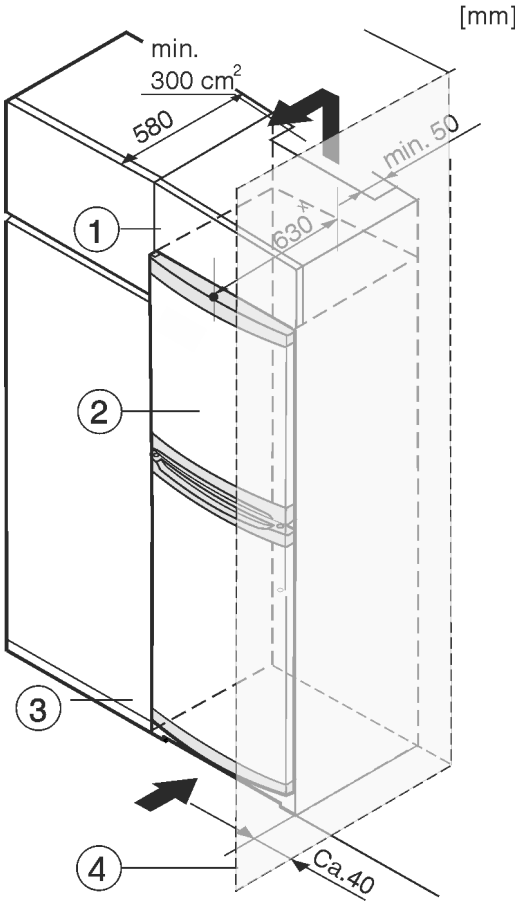

Fig. 8
Aparatul poate fi refăcut cu dulapuri de bucătărie. Pentru a aduce aparatul *Fig. 8 (2)* la același nivel cu mobilierul de bucătărie, se poate monta deasupra aparatului un dulap suspendat *Fig. 8 (1)*.
În cazul conversiei constructive cu dulapuri de bucătărie (grosime max. 580 mm), aparatul poate fi amplasat direct lângă dulapul de bucătărie *Fig. 8 (3)*. Aparatul iese în afară în partea laterală cu 34 mm [x] și în centrul aparatului cu 50 mm [x] în raport cu suprafața frontală a dulapului de bucătărie.
Atunci când aparatul este montat cu balamalele lângă un perete *Fig. 8 (4)*, distanța dintre aparat și perete trebuie să fie de cel puțin 40 mm. Această valoare corespunde proeminenței mânerului cu ușa deschisă.